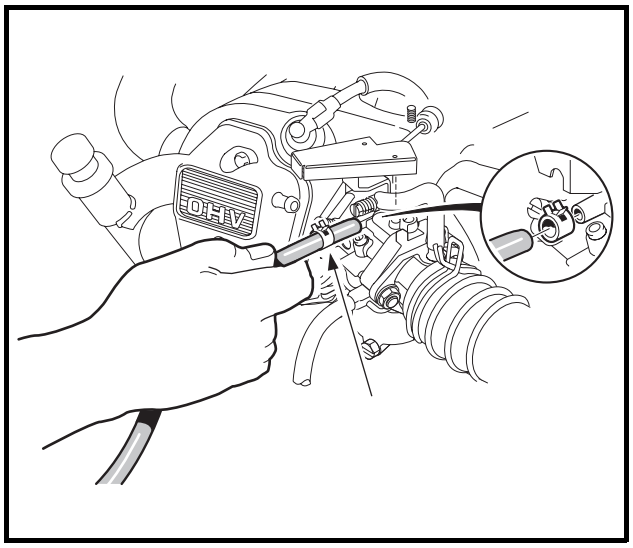

Figure 16-52 Carburetor Tube
31. Connect carburetor vent tube to carburetor and secure with hose clamp **(Figure 16-52, Page 16-20).**